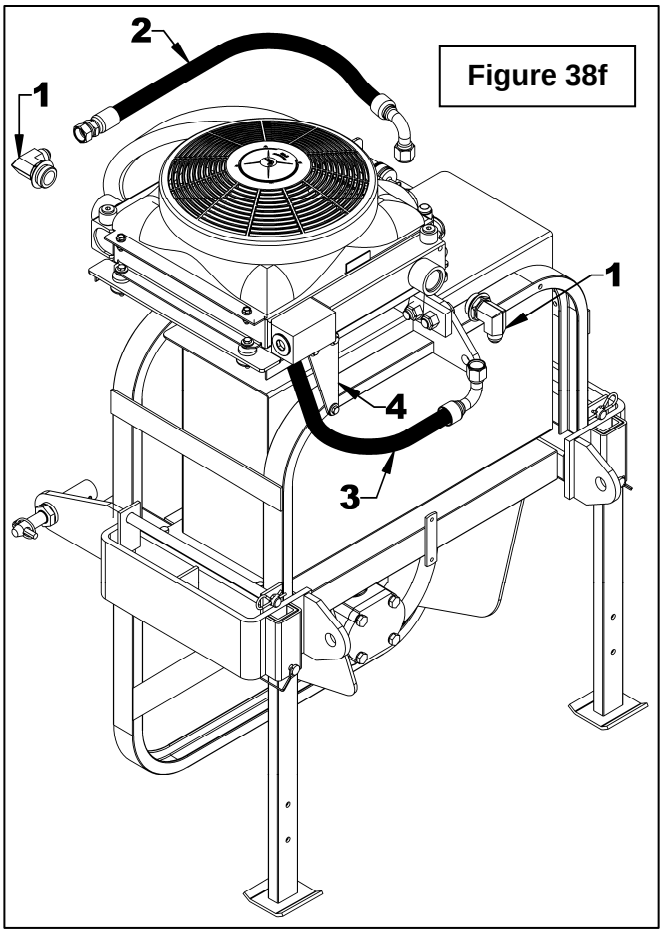

Figure 38f
6. **Figure 38f:** Install the 1 5/8" ORB – 1 1/16" JIC elbows (item 1) on the oil cooler's inlet and outlet in the positions illustrated. Connect the straight end of the outlet hose (item 2) to the oil cooler elbow and the bent end to the filter. Connect the inlet hose (item 3) previously disconnected from the filter to the other elbow making sure it passes outside the support plate (item 4).